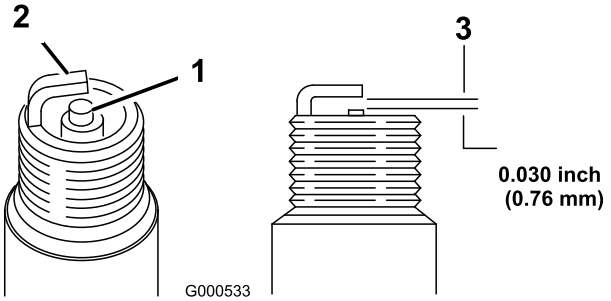

**Figur 30**
1. Se på midten af tændrørene (Figur 30).
2. Kontroller gabet mellem elektroderne i midten og ved siden (Figur 30), og bøj sideelektroden, hvis gabet ikke er korrekt.